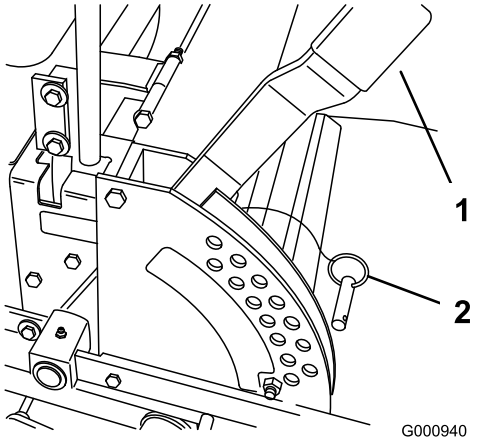

Figuur 16
1. Zet de maaihoogtehendel omhoog in de transportstand (tevens de maaihoogtestand van 127 mm) (Figuur 16).
2. Om de maaihoogte in te stellen, verwijdert u de gaffelpen uit de maaihoogtebeugel (Figuur 16).
3. Kies de opening in de maaihoogtebeugel die correspondeert met de gewenste maaihoogtestand, en steek daarin de gaffelpen (Figuur 16).